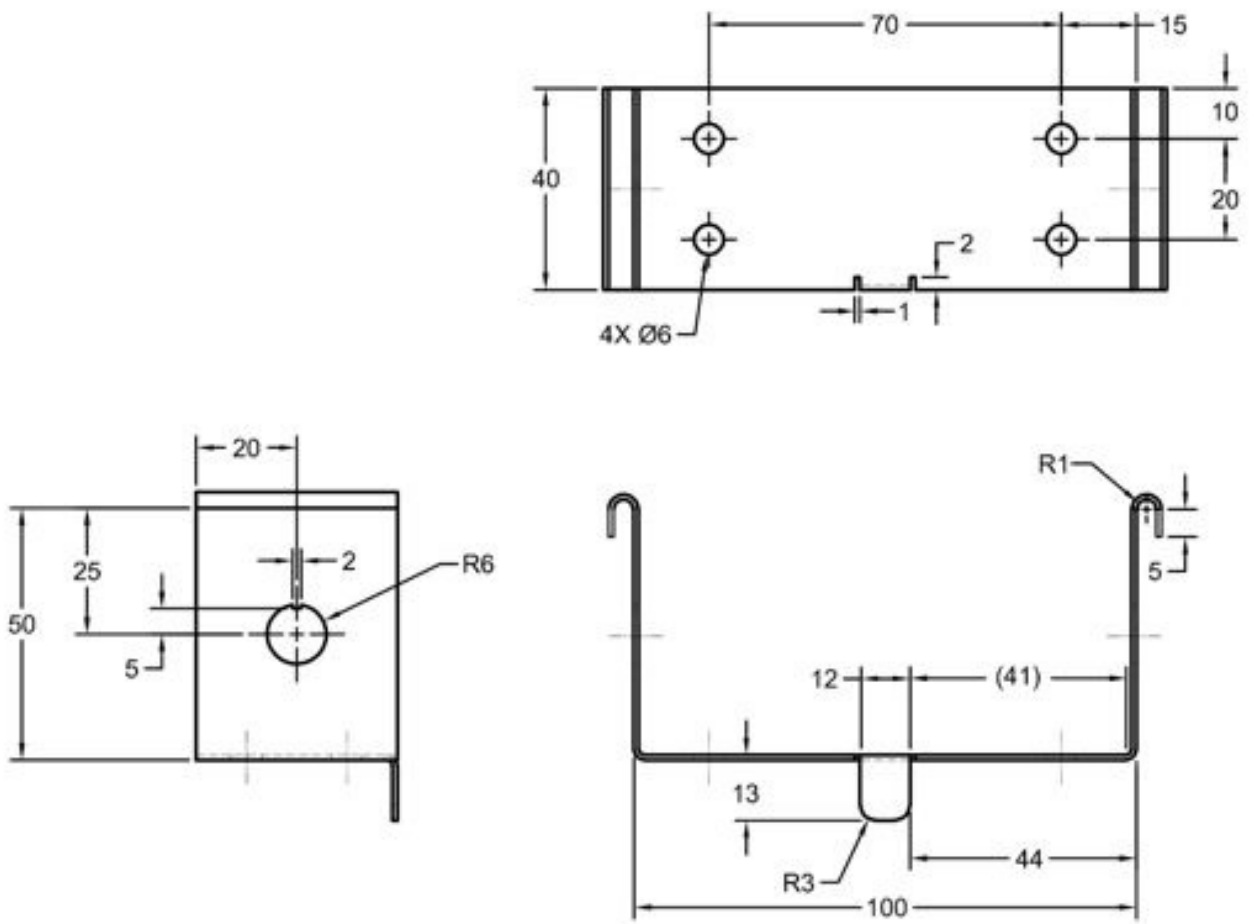
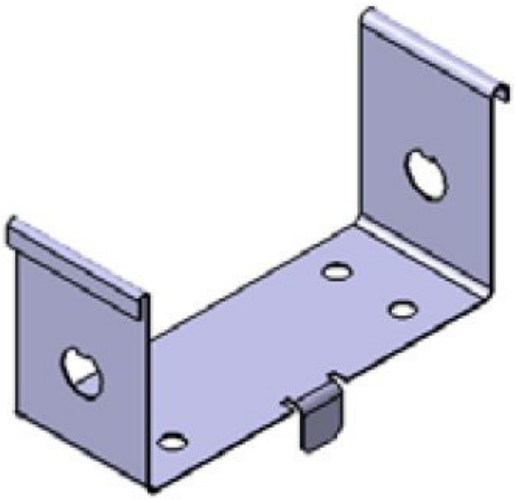

Figure 15-136 *Orthographic views and dimensions of the sheet metal component*
Figure 15-137 *Flat pattern of the sheet metal component*
In this tutorial, you will create the sheet metal component shown in Figure 15-136. Its dimensions are given in the same figure. The flat pattern of the component is shown in Figure 15-137. The thickness of the sheet is 1 mm and bend radius is 2 mm.
2. Choose the **Hole** tool from **Cutting/Stamping** > **Holes** sub-toolbar and create a hole at the lower left corner of the base wall. For dimensions of the hole, refer to Figure 15-136.
1. Define a new sketching plane on the outer face of the right flange. Draw the sketch by referring to the dimensions given in Figure 15-136.
5. Flip the direction of the wall, if required. Ensure that the material is added towards the base feature. If it is not so, choose the **Invert Material Side** button and choose **OK**; the side wall feature is created. Next, create the corner feature using the dimensions given in Figure 15-136.
6. Create fillets by using the **Corner** tool. For dimensions of the fillets, refer to Figure 15-136. The final sheet metal component is shown in Figure 15-144.